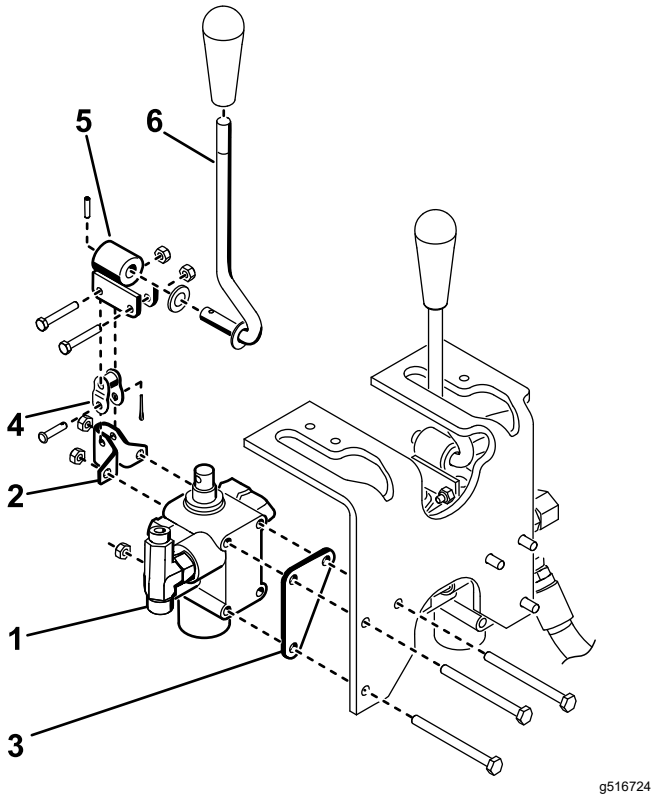

Figura 11
4. Montați ansamblul supapei, suportul pivotant și placa supapei pe cadru cu 3 șuruburi (¼ × 3") și 3 contrapiulițe (Figura 11). Când montați, poziționați placa supapei pe partea din față a cadrului și strângeți elementele de fixare la 10 - 12 Nm.
5. Montați lejer ansamblul manetei pivotante pe supapa hidraulică și zaua cotită cu 2 șuruburi (#10 × 1-¼") și 2 contrapiulițe (Figura 11).